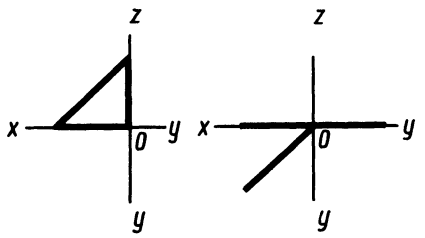

Рис. 211
85. Может ли отрезок прямой иметь такие проекции (рис. 211)?